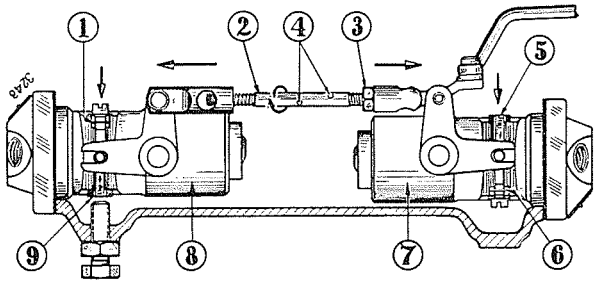

Bild 159
Nach der beschriebenen endgültigen Einstellung des Förderbeginns, wird die Gleichförderung beider Einspritzpumpen zunächst grob eingestellt. Hierbei die Regelstangen beider Einspritzpumpen an der Reglerstangenverbindung (2), Bild 159, nach Lösen der Kontermutter (3) so einstellen, daß sich ihre Marken mit den Einstellmarken auf dem Pumpengehäuse gleichzeitig decken (1 und 6). Hierauf Feineinstellung wie folgt vornehmen.
Das Meßergebnis zeigt an, ob die Pumpen gleichfördern oder nicht. Im letzteren Fall an der Reglerstangenverbindung (2), Bild 159, Ausgleich vornehmen.
Die vordere Pumpe fördert mehr. Reglerstangenverbindung links drehen, siehe Drehpfeil an (2), Bild 159. Die Regelstangen (5 und 9) werden durch Rechts- und Linksgewinde in die Pfeilrichtungen verstellt. Die vordere Pumpe (7) erhält dadurch weniger, die hintere (8) relativ mehr Förderleistung.